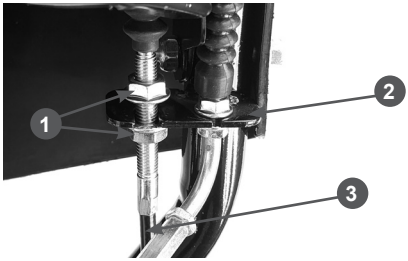

Рис. 11 Крепление оболочки троса включения хода
- закрепите оболочку троса в кронштейне на задней стороне панели, как показано на Рис. 11, и закрутите гайки, не затягивая их.
При необходимости, отрегулируйте трос с помощью гаек 1 (Рис. 11). После регулировки затяните гайки;